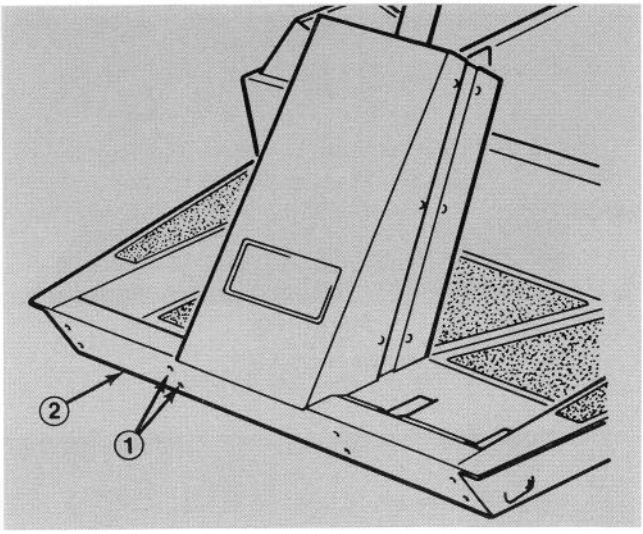

Figure 12
2B. For Groundsmaster 220D — Mounting holes already exist at locations shown in Fig. 12.
3. Mount spring bracket to frame with fasteners — previously removed. For Groundsmaster 52, 217D, and 220, nuts must be positioned on bracket side when installing (Fig. 12).